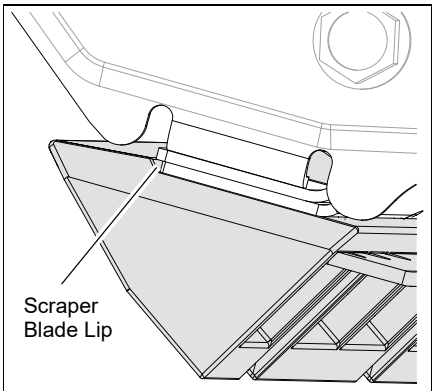

Figure 25
3. Move scraper assembly backward and up until small lip on top of scraper blade contacts bottom lip of housing. See Figure 25.